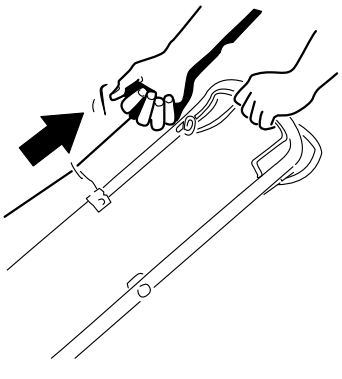

Rysunek 18
2. Pociągnij lekko za uchwyt rozrusznika (Rysunek 18) do momentu, aż wyczujesz opór, a następnie gwałtownie go pociągnij i powoli puszczaj, pozwalając na powrót linki przez prowadnicę.